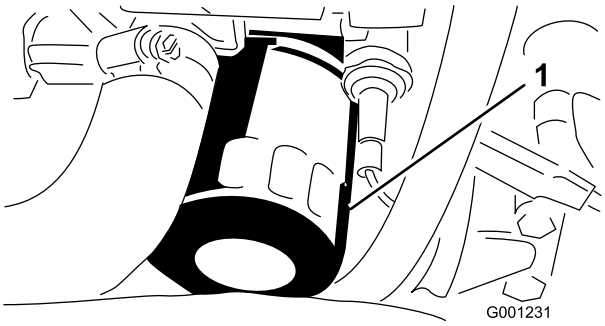

Figur 53
6. Ta bort och byt ut oljefiltret (Figur 53).